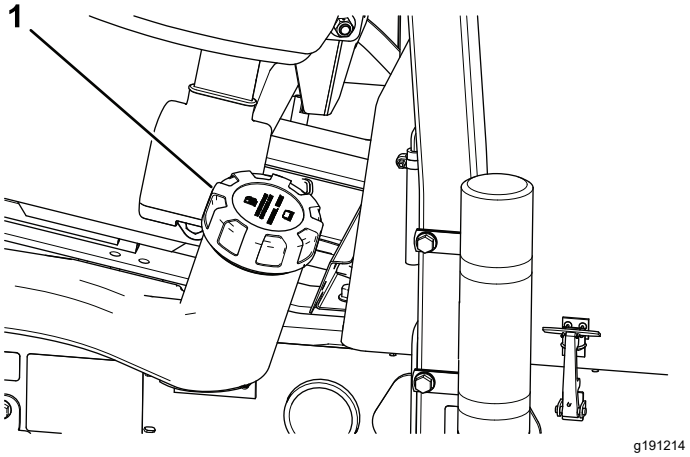

**Figur 36**
2. Rengjør området rundt drivstofftanklokket (Figur 36).